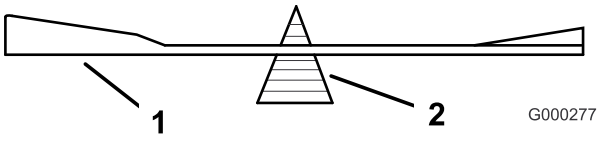

Figur 80
2. Sjekk knivens balanse ved å legge den på en balanseringsinnretning (Figur 80).